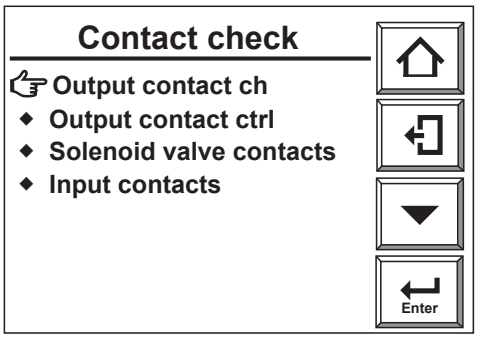
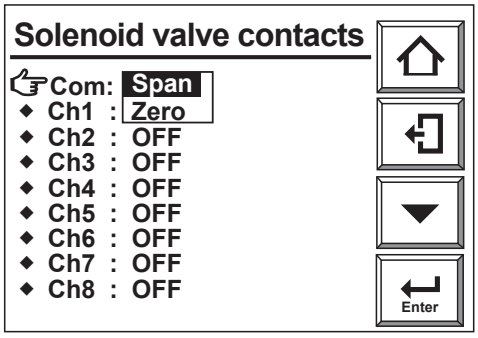
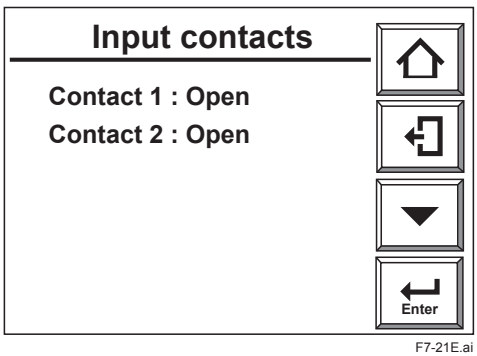

Figure 7.18 Contact check display
Figure 7.20 Solenoid valve contact selects
Figure 7.21 Contact input check
4) The Contact check display shown in Figure 7.18 allows you to select contacts to check. To check the individual error contacts for channels 1 to 8, select [Output contact ch(Channel contact output)] or to select Function contacts (contacts 1 to 5) select [Output contact ctrl(Common contact outputs)].
1) From the Contact check display of Figure 7.18 select [Solenoid valve contacts]. From the corresponding Solenoid valve contacts select display of Figure 7.20 select the solenoid to check. To check the automatic calibration gas switching valve, select [Com].
1) From the Contact check display of Figure 7.18 select [Input contacts] then touch the Enter key. The display of Figure 7.21 appears.